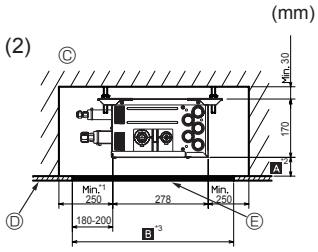
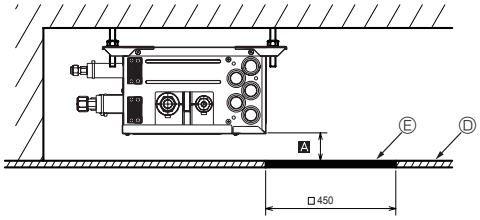
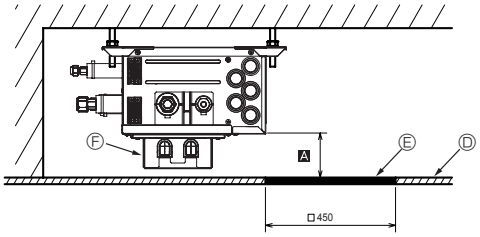

Fig. 4-7
Fig. 4-8
Fig. 4-9
(2) Side View (Fig. 4-7, Fig. 4-8, Fig. 4-9)
To install the optional Reactor Box, set A to Min. 270 mm <recommendation> (Fig. 4-9).
In the case of "□ 450 mm", prepare a maintenance hole at a PCB side (as it is shown in Fig. 4-8, Fig. 4-9), and "Min. 300 mm" is needed as distance A.